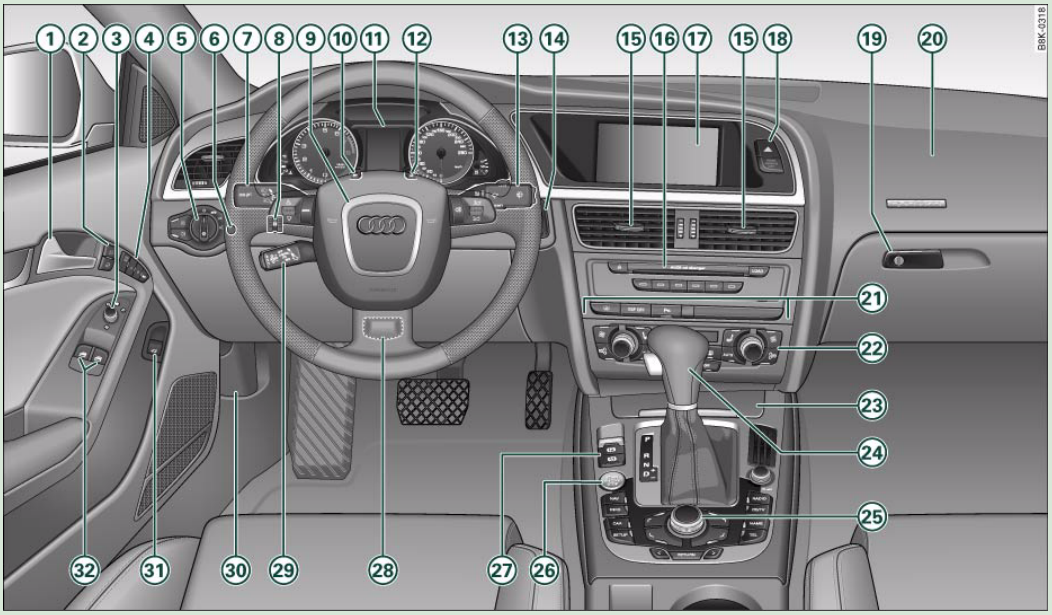

Fig. 1 Some of the items of equipment listed in this section are only fitted on certain models or are optional extras.
- The arrangement of switches and controls on right-hand drive models* may be slightly different from the layout shown in the illustration ⇒ *page 8,* fig. 1. However, the symbols used to identify the controls are the same. ■